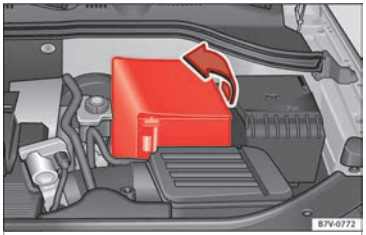

Afb. 249 In de motorruimte: vouw de afdekking van de accu open.
- *In het geval van een afdekking:* neem de afdekking weg door ze opzij te klappen ››› afb. 249.